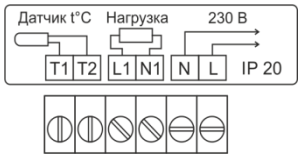

Рисунок 2 - Схема подключения проводов к терморегулятору
5. Подключите к терморегулятору провода электропитания, греющего кабеля и выносного датчика пола в соответствии с рис. 2.